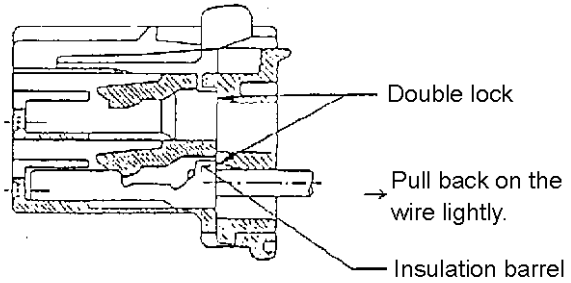

Fig.4 When double lock is completed.
1. A double lock ratchet is used to reinforce contact support. The insulation barrel is supported at the retainer type double lock area. See Fig.4.
3. Verify that the double lock is firmly locked. When completing and verifying steps 1 and 2 above, press the retainer press area. The retainer moves downward and the ratchet clicks to be released. Make sure it is locked by lightly pulling the wire outward. The conditions shown in Figs.4 and 5 will be seen if the retainer behaves correctly.